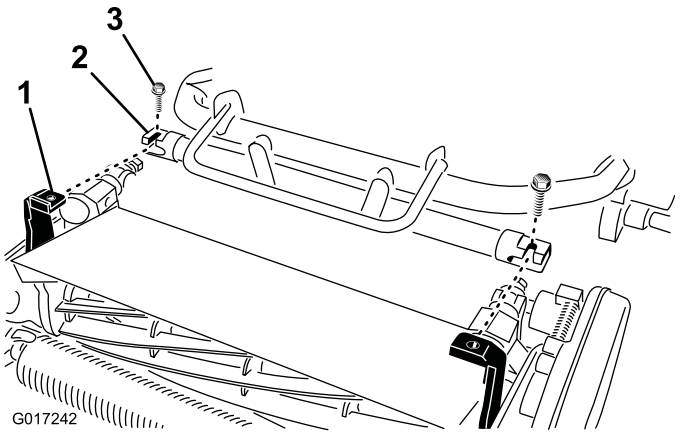

Figur 5
4. Roter trekkenhetens ramme (Figur 5) fremover til den kobler inn klippeenhetens svingarmer.
5. Fest trekkenhetens ramme til klippeenhetens svingarmer med to bolter på 3/8 x 3/4 tommer (Figur 5).